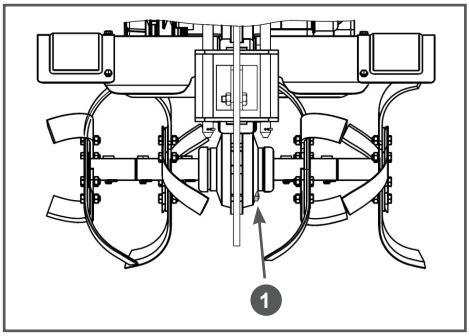

Рис. 19 Расположение пробки для слива масла из картера редуктора (вид сзади)
4. Открутите пробку для слива масла и слейте отработанное масло в подготовленную для этого емкость. Пробка 1 для слива масла находится в нижней части редуктора справа по ходу движения мотоблока (Рис. 19).